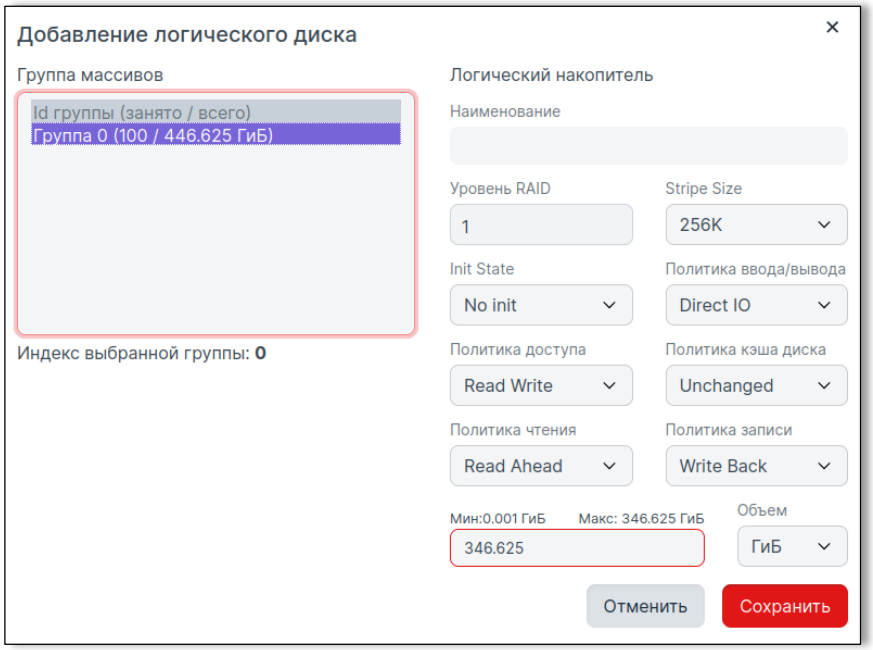

Рисунок 55. Добавление логического диска в RAID
1. Нажмите кнопку «Добавить» напротив раздела «Логические накопители» и дождитесь появления окна добавления логического диска (Рисунок 55).